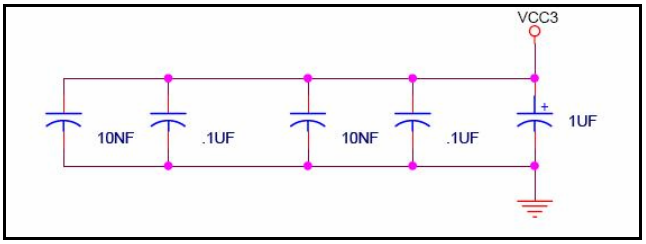

図11. 各メモリ・デバイスのデカップリング
- SDCLK、DATA、ADDR の終端は、明確に推奨するものではありません。信号インテグリティ (SI) ツールを使って必要な終端を識別してください。終端が大きすぎると、立ち上がり時間と立ち下がり時間が低速になるため遅延が増えます。アナログ・デバイセズは、信号インテグリティや電気的タイミングなどのすべてのデザイン面を PCB の製造の前にシミュレーション・ツールを使ってシステム/ボードの設計者が確認することをお薦めします。
- メモリ・デバイスに対しては十分なデカップリングを行ってください。図 11に、アプリケーション PCB上の各 SDRAM デバイスに対するデカップリングを示します。プロセッサの「*Hardware Reference* manual[1]」のシステム・デザインの章に説明するようにプロセッサに対して正しいデカップリングを行ってください。